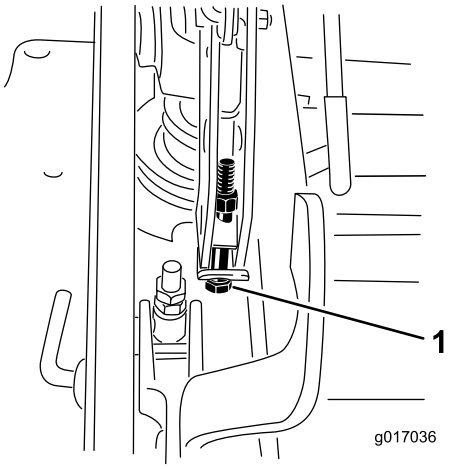

Figur 89
13. Hvis klippeenheten er for lav, kan du stramme til ettrinnsjusteringsbolten ved å vri den med urviseren. Hvis klippeenheten er for høy, kan du løsne ettrinnsjusteringsbolten ved å vri den mot urviseren (Figur 89).